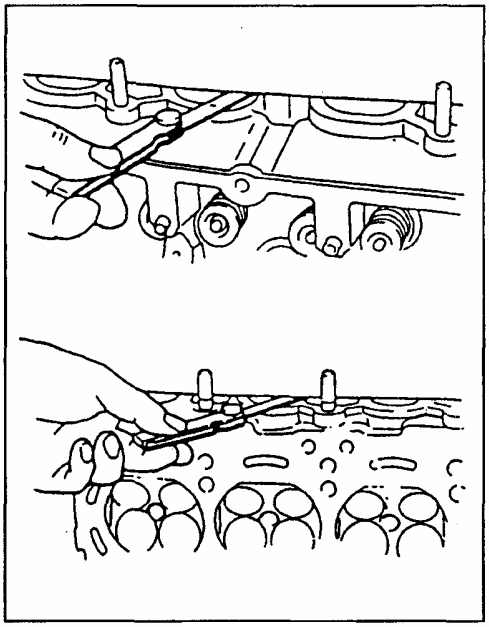

Рис. 108
• Деформация поверхности прилегания коллектора. Проверьте соответствующие поверхности коллектора при помощи правила и калибра для определения необходимости их шлифовки или замены (Рис. 108).